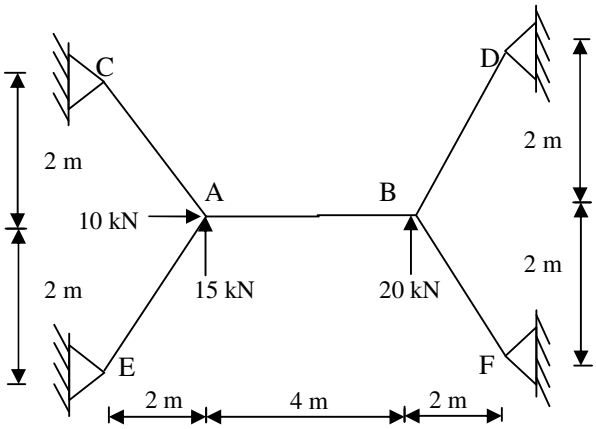

Figure 4
Q.3 **(a)** A Space truss as shown in fig. 4 is supported at C, D, E, and F in a horizontal plane through a hinge joint. The member AB is horizontal and is at a height of 4 m above the base. The loads at the joint A and B, shown in figure act in a horizontal plane. Find the forces in all the members of the truss by using method of Tension co-efficient. **07**